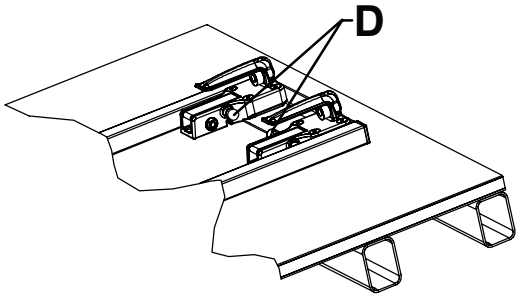

Рисунок 11 – Правильная ориентация крюков головного конца — вид 4C
- Красные ручки освобождения должны быть направлены к центру фиксатора (Рисунок 11).